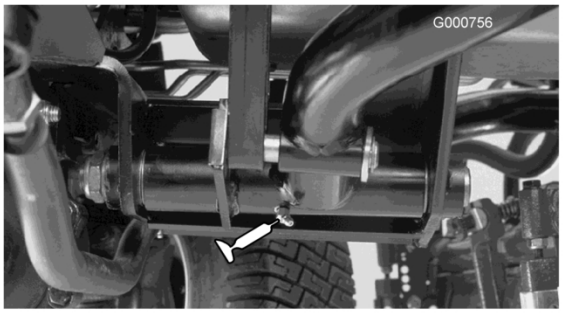

Figur 36
- Bageste løftearms drejetappe (2) (Figur 36)